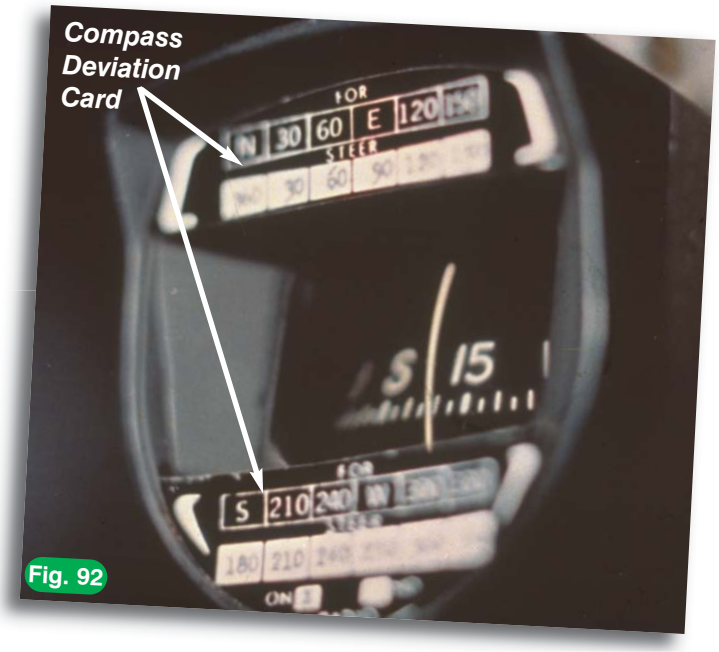

Fig. 92
To correct for these problems, mechanics place the airplane in the center of an airport's *compass rose* (a painting on the ground with verified, accurate directions) and point the nose in precise magnetic directions shown around the circle. The airplane's equipment is turned on to obtain the maximum amount of (and normally encountered) magnetic interference. The actual magnetic direction is measured against the compass' indications. This process is known as *swinging the compass.* To the extent possible, adjustments are made to the compass to eliminate the discrepancies. Any remaining deviation between the actual magnetic heading and the compass' heading is noted on a *compass deviation card* (Figure 92) mounted near the magnetic compass.
When using the compass deviation card to set the heading indicator (HI), you have to apply the opposite of the compass deviation's "plus or minus" value. For instance, take look at the current compass reading (Figure 92). Let's say it read 086 degrees. Now, look at the compass deviation card in Figure 92. It indicates that if you are steering in a direction of 086 degrees on the compass, the airplane is actually pointed in a magnetic direction of 090 degrees (its MH). Therefore, if the compass deviation in an easterly direction is -4 degrees, you'll take the opposite value of this number (or +4) and add/subtract it to/from the compass reading for an HI setting (i.e., 86 + 4 = 90). In a westerly direction, the deviation is +4, so subtract this from the compass reading for the HI setting (i.e., 274 – 4 = 270).